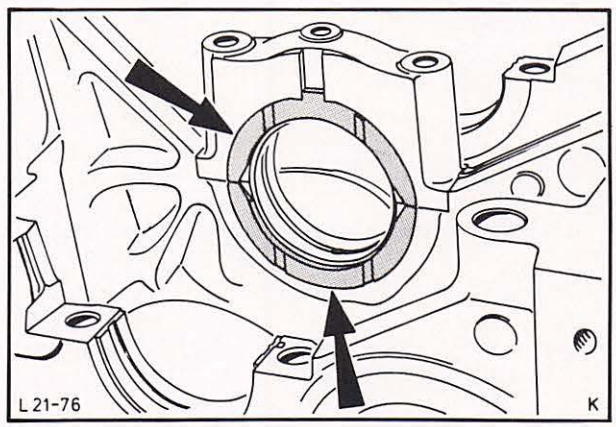
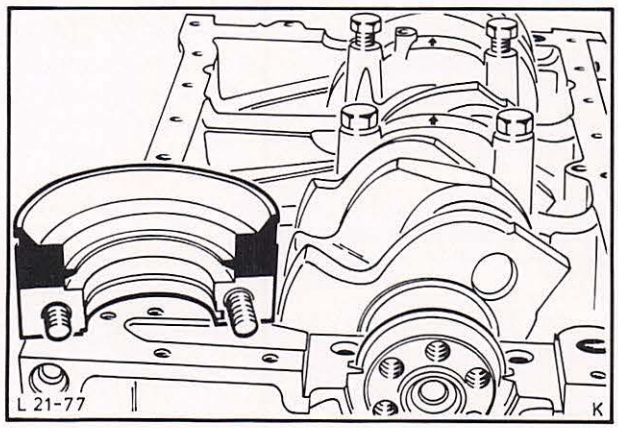

Abb. 108 Anlaufhalbringe – Führungshauptlager
Abb. 109 Hinteren Hauptlagerdeckel mit Dichtmasse bestreichen
35. Hauptlagerdeckel komplett mit eingeölten Lagerschalen aufsetzen. Am Führungslager darauf achten, daß die Anlaufhalbringe eingelegt sind, Abb. 108. Hinteren Hauptlagerdeckel am hinteren Teil der Auflagefläche, Abb. 109, vorher dünn mit Dichtmasse (Teil-Nr. A 70SX-19554-BA) bestreichen.